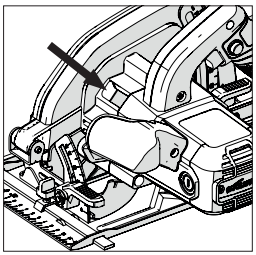

Abb. 3
- Finden Sie den Dornverriegelungsknopf der Maschine (an allen Maschinen in ähnlicher Position). Sperren Sie den Dorn der Maschine durch Betätigen des Dornverriegelungsknopfs. **(Abb. 3)**.